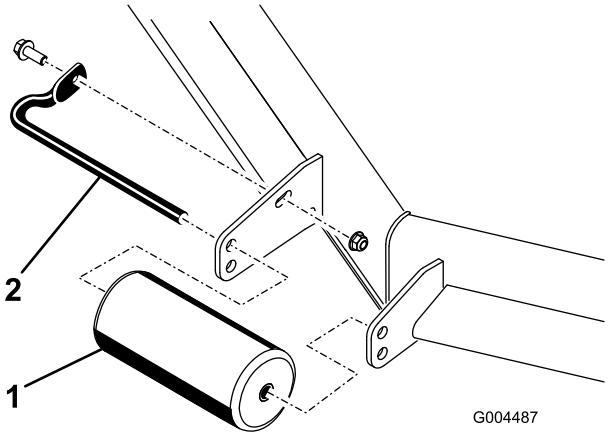
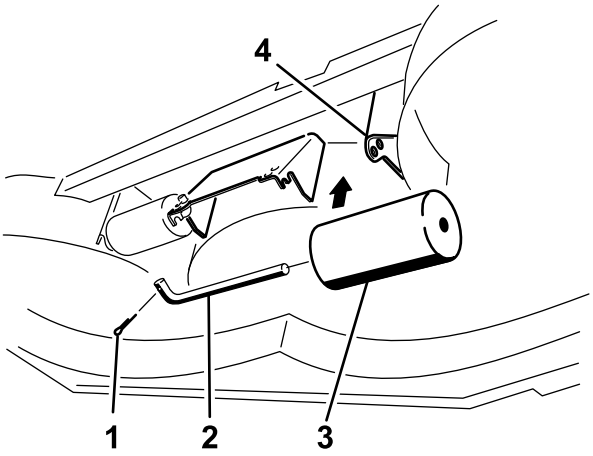

Figur 20
Figur 24
4. Lossa de fästelement som fäster valsarna på klippdäcket och flytta valsarna uppåt eller nedåt så som önskas; se Figur 20 t.o.m. Figur 24, det avsnitt som är tillämpligt för din klippare.